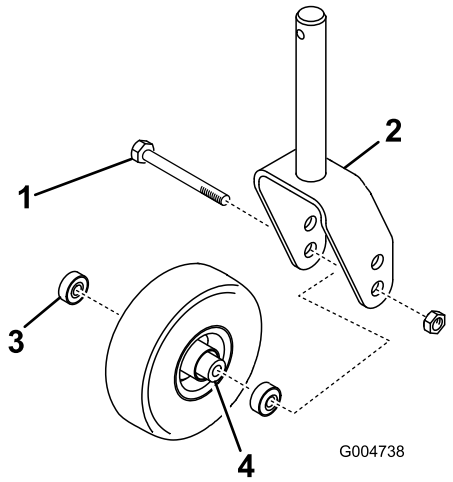
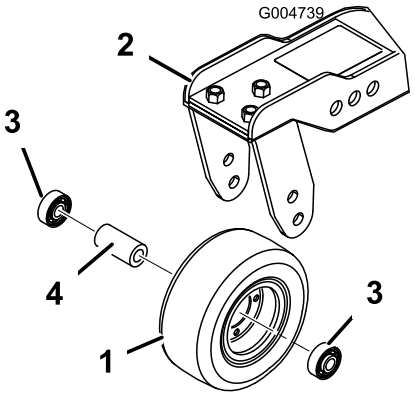

Figuur 80
Figuur 81
1. Verwijder de borgmoer van de bout waarmee het zwenkwiel is bevestigd in de zwenkwielvork (Figuur 80) of in de draaiarm van het zwenkwiel (Figuur 81).
2. Verwijder het lager uit de wielnaaf en laat het lager eruit vallen (Figuur 80 en Figuur 81).